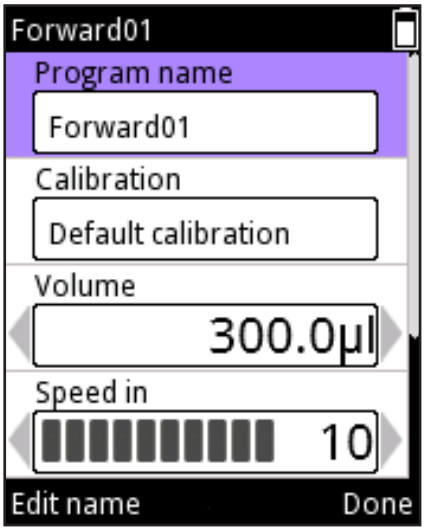

図 D38
4. 新しいプログラムには、デフォルト名が付いています。これは変更することができます。スクロールして**Program name（プログラム名）** を選択し、 **(Edit name（名前の変更）)**を押します (図 D38)。テキストを追加するために、セクション D.3.1.1でバーチャルキーパッドの使用方法を参照し、名前を変更してください。プログラム名に使用できる文字数は最大50文字です。フィールドに文字がすべて表示されないときは、矢印キー 、 を使用して前後に移動してください。変更がすんだら **(Done（完了）)** を押します。